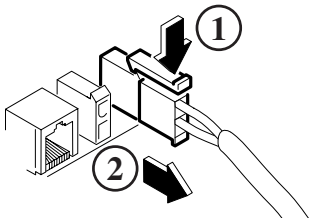

Fig. 8 – Disconnecting the cable
- Disconnect the actuator cable in the direction of the arrow (see Fig. 8).